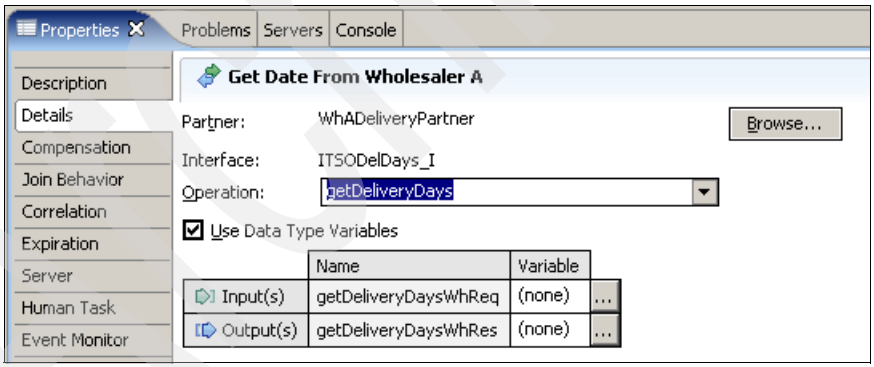

Figure 10-38 Setting the partner, interface, and operation
5. Verify that the operation is set to `getDeliveryDays` as shown in Figure 10-38.